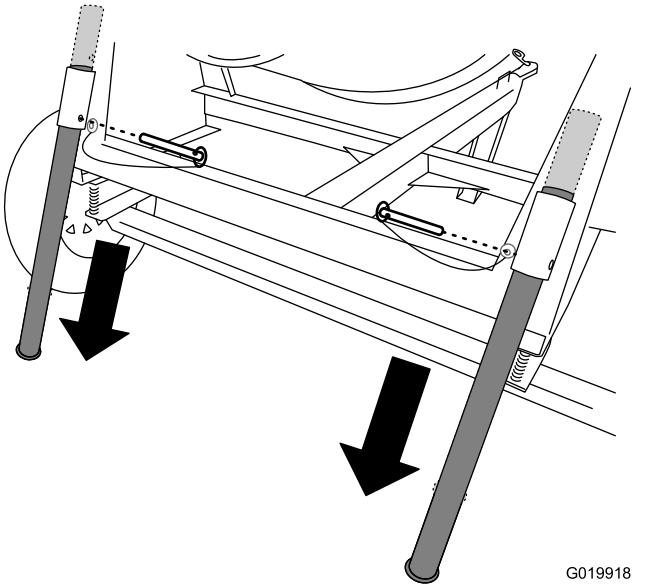

Figura 29
1. Retire el pasador de horquilla de una pata estabilizadora y del soporte (Figura 29).
2. Deslice la pata estabilizadora hacia abajo en el soporte, y alinee el taladro del soporte superior con el taladro superior de la pata estabilizadora (Figura 29).
3. Introduzca el pasador de horquilla a través de los taladros del soporte y de la pata estabilizadora (Figura 29).